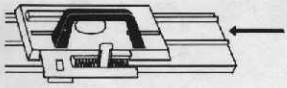

Fig. 2
2) Das Schloss an die Laufschienen einführen (Fig. 2).